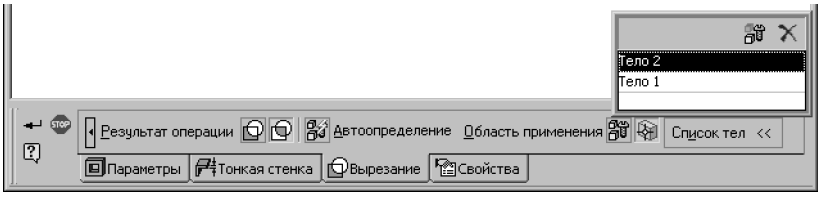

Рис. 100.6. Задание области применения вырезаемого элемента выдавливания
- При вырезании формообразующих элементов область применения задается на вкладке **Вырезание** Панели свойств (рис. 100.6).